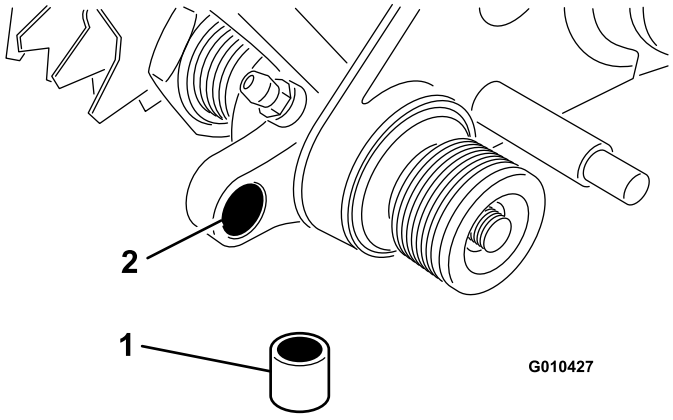

Figura 13
5. Inserite una boccola nel foro del gruppo di rotazione sinistro (Figura 13).